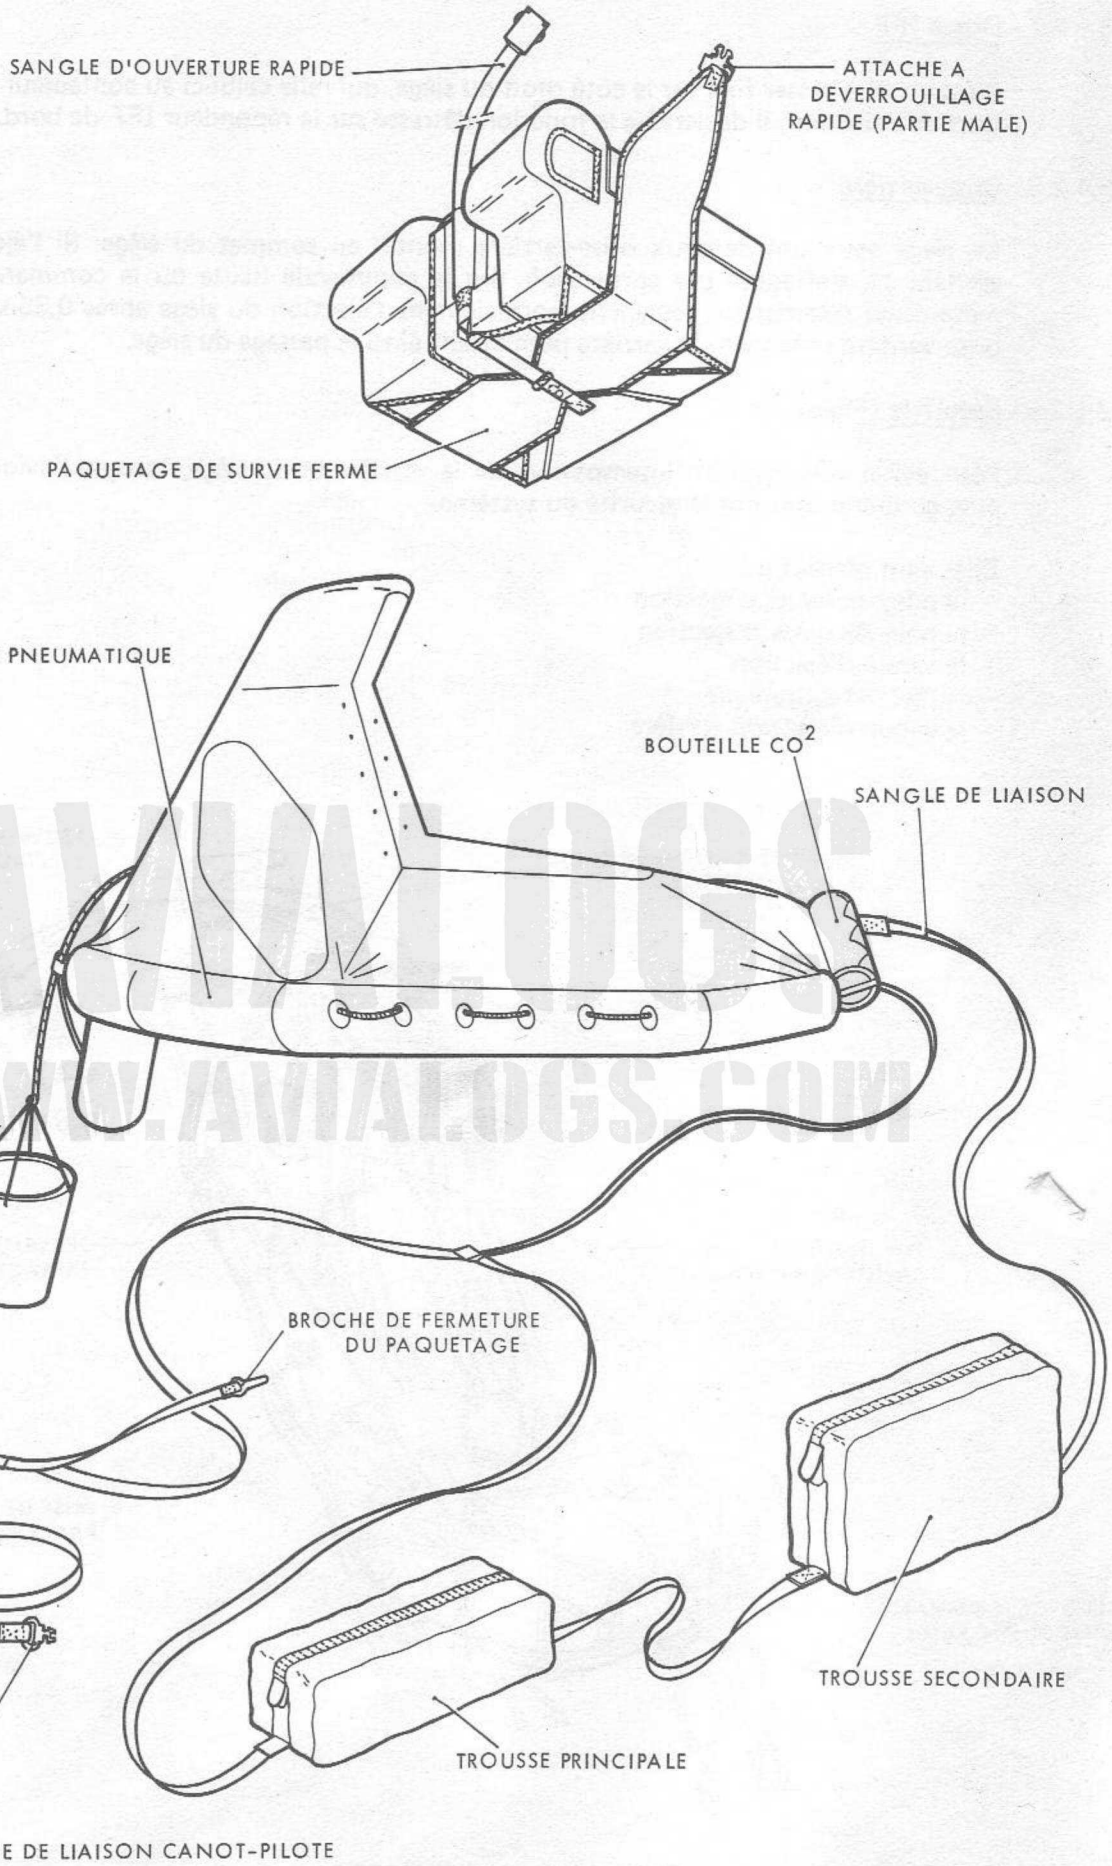

FIGURE 5 - PAQUETAGE DE SURVIE
13.1.2.4 - Paquetage de survie (Fig. 5)